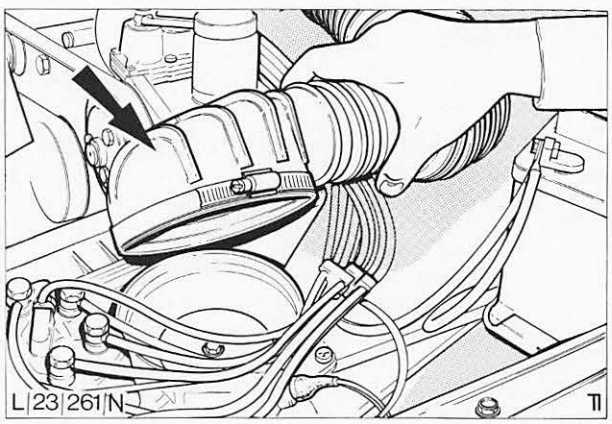

Abb. 45 Verbindungsschlauch am Lufttrichter abklemmen
5. Verbindungsschlauch – Ansauggeräuschdämpfer am Lufttrichter abklemmen, Abb. 45.